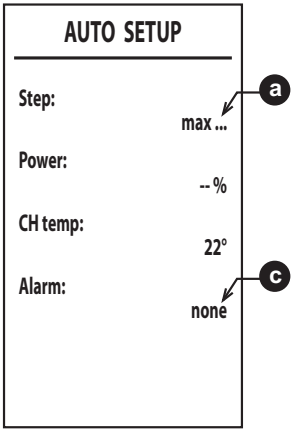

fig. 39
6. Después del encendido, el quemador se pone en modo calefacción a las distintas potencias (máx., med., mín.) indicadas por el punto a (fig. 39).
8. Si la secuencia de encendido descrita en el punto **"6"** no termina correctamente, se visualiza el mensaje **max_err** en el punto a y un código de error en el punto c (fig. 39).